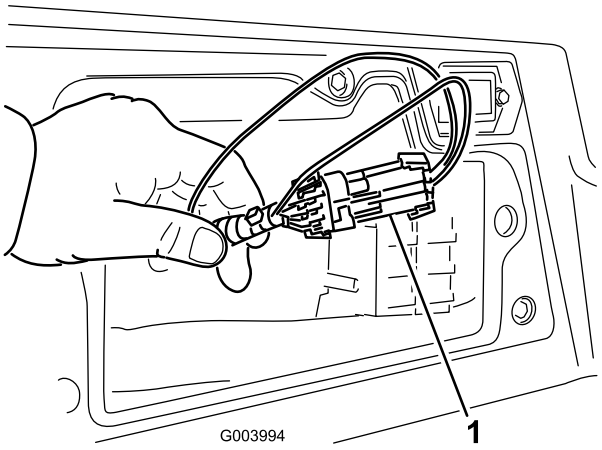

Figur 50
3. Leta reda på ledningsnätet och kontakterna nära styrenheten (Figur 50).